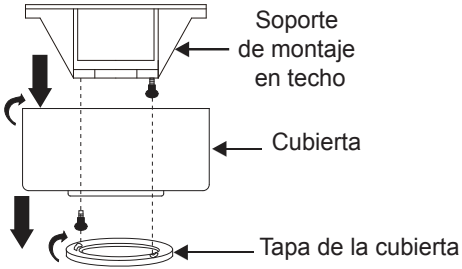

Fig. 5
Paso 1. Quita la cubierta inferior decorativa de la cubierta girándola hacia la izquierda. (Fig. 5)
Paso 2. Retira el soporte de montaje del techo de la cubierta quitando (y guardando) uno de los dos tornillos. Afloja el tornillo restante media vuelta. (Fig. 5)